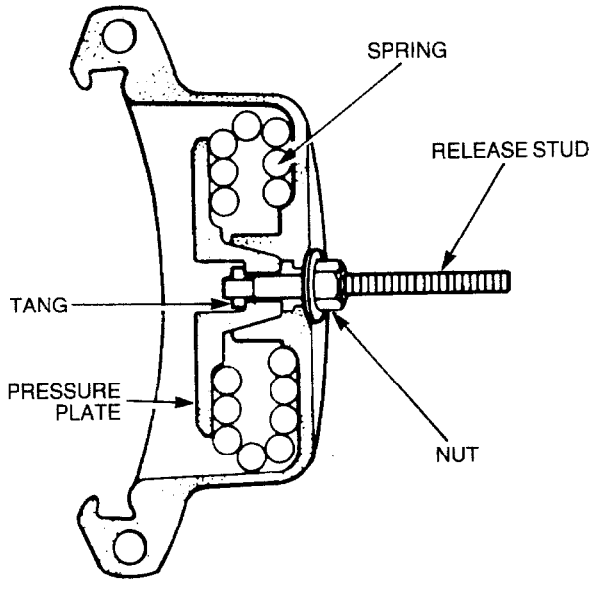

Figure 22 — Spring Brake Release Stud
45. A provision has been incorporated in the spring brake chamber to mechanically release the spring, by releasing the special tool from its holder and inserting it into the pressure plate (see Fig. 22). Turn the release tool one quarter of a turn to seat the cross pin, then turn the nut until the spring is fully compressed. This provision is for emergency use only.